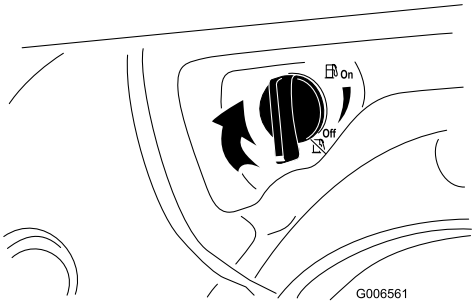

Figur 26
4. Luk brændstofafbryderventilen ved at dreje den med uret (Figur 26).